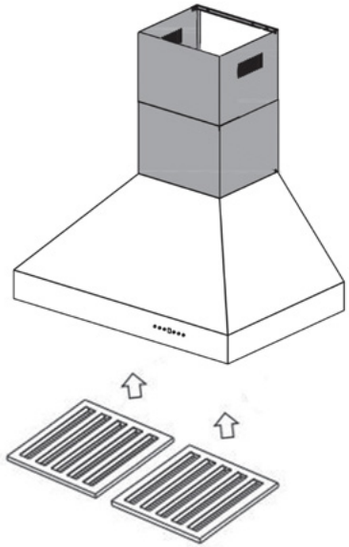

Figure 7
9. Install the grease cup by sliding into brackets located at the bottom of the motor. Install baffle channel and baffle filters. Not all models include baffle channels. *Figure 7*